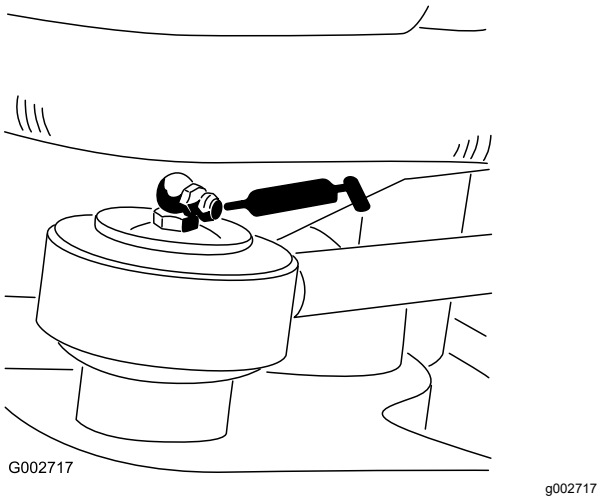

**Figur 23**
- 1 Styretøjsstangenden – Kun model 08705 (Figur 23).